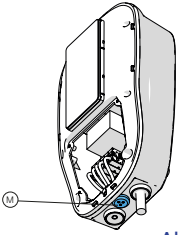

Abb. 3b
- Für **Dazebox Home und Share T / S / TK / SK**, dargestellt in Abbildung 3b, 3c, 3d, 3e, 3f, 3g, 3h, 3i, 4b, 4c, 4d, 4e, 4f, 4g, 4h, 4i, führt das geschirmte Netzwerkkabel durch ein Loch in der Kabeldurchführungsmembran (M).